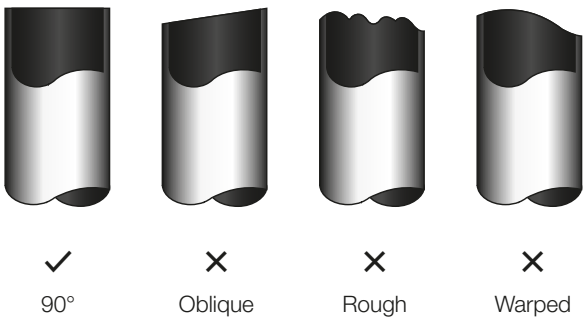

Fig. 7.3
3. Make sure that the pipe is cut at a perfect 90° angle. Refer to *Fig. 7.3* for examples of good and bad cuts.